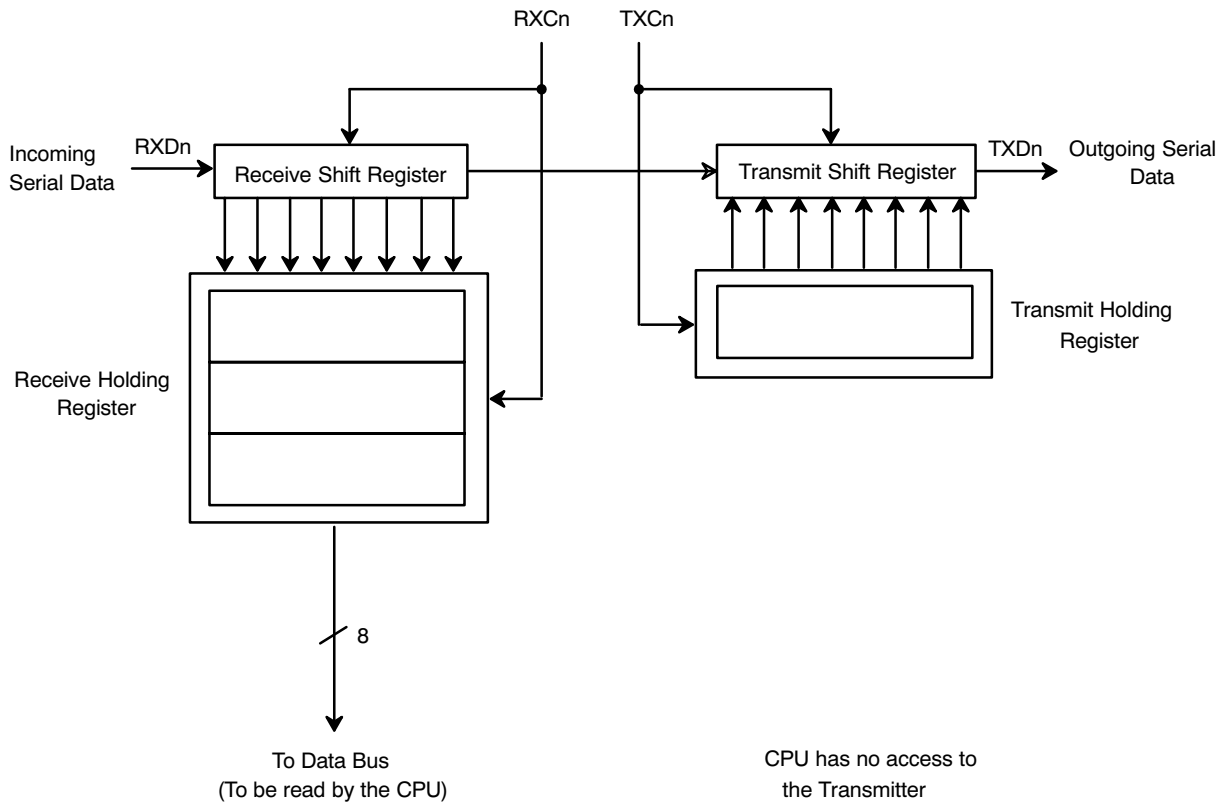

Figure 39. A Block Diagram Depict Automatic Echo Mode
- Setting MR2n[7:6] = 01 places the channel in the Automatic Echo Mode, which automatically re-transmits the received data. *Figure 39* presents a diagram depicting Automatic Echo Mode Operation. The following conditions apply while in this mode.